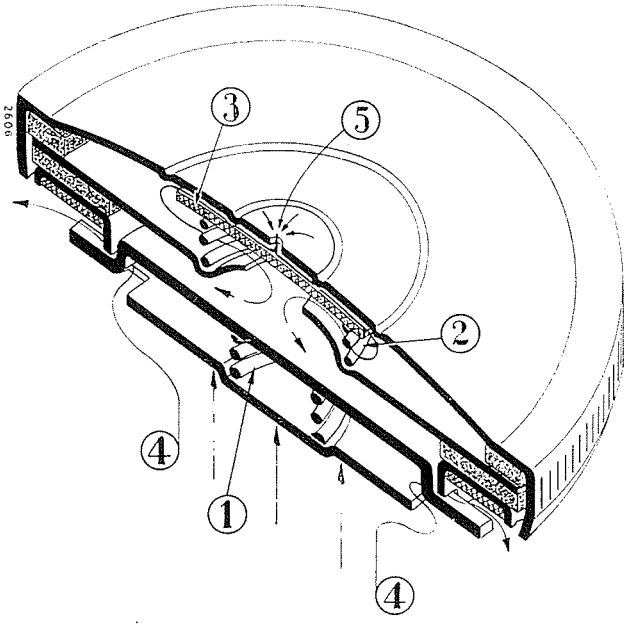

Bild 199
Der Kühler ist mit einem Druckverschluß ausgerüstet. Dadurch kann im Kühlsystem ein Überdruck von 0.4—0.5 atü entstehen und das Wasser kocht erst bei einer Temperatur von über 100° C. Die Gefahr, daß durch starke Erwärmung des Motors Kochen und dadurch Wasserverlust eintritt, ist gemindert. Den Aufbau des Druckverschlusses zeigt Bild 199.
Den Kühlerdruckverschluß auf gute Funktion prüfen. Das Unterdruckventil muß bei abkühlendem Motor und Kühlwasser rechtzeitig ansprechen und die Gummieinlage (3), Bild 199, darf nicht verklebt sein.